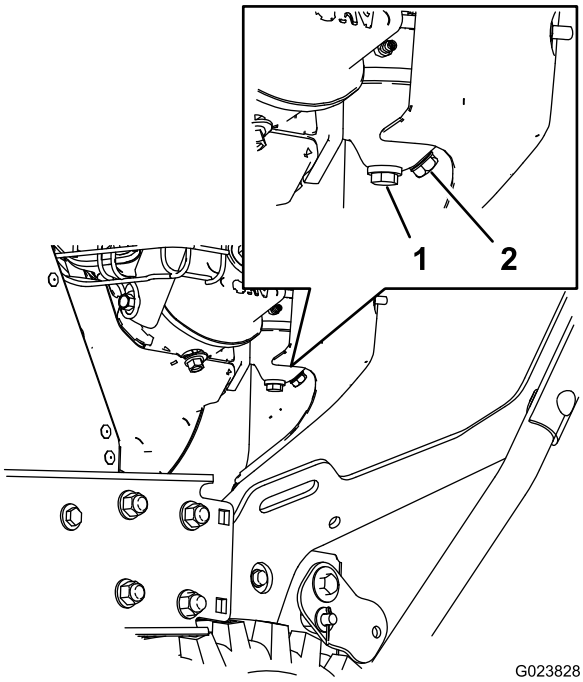

Figur 28
1. Finn tappebolten i sideporten på forgasserbollen (Figur 28).